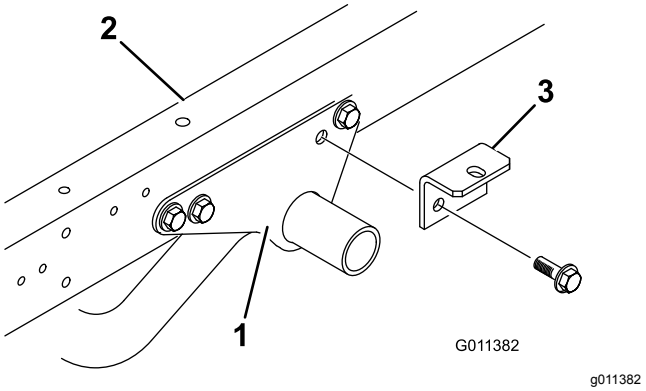

Figur 5
1. Fjern de 2 maskinskruer med flangehoved og flangelåsemøtrikkerne, der fastgør den bageste del af hvert monteringsbeslag på motorstellet på hver side af køretøjets stel (Figur 5).
2. Fastgør et redskabsbeslag løst på hvert af motorstellets monteringsbeslag og køretøjets stel med de (2) maskinskruer med flangehoved og flangelåsemøtrikkerne, som du fjernede tidligere (Figur 5).